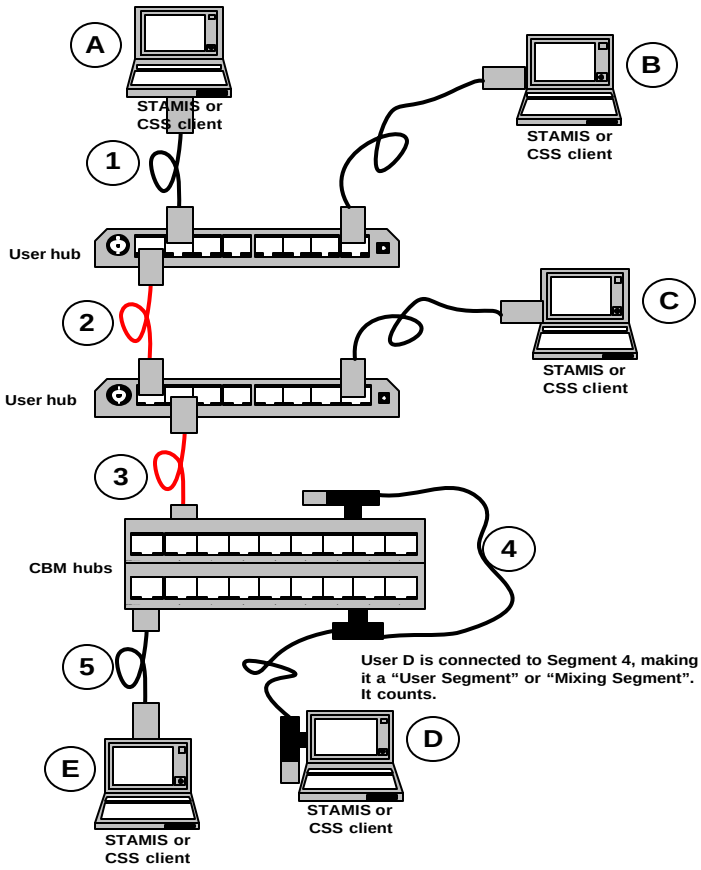

Figure 3-7 5-4-3 Rule
(1) This does not mean that every computer has to be within 100 meters of every other, but they must be within 100 meters of the hub.
(2) If you connect two cables together to make a long one, the total cannot be over 100 meters.
(3) When you cascade hubs, you are not creating separate collision domains, but you are extending the total length of the cable. If you need to go over 100 meters, use a hub instead of a butt connector (line coupler) to join the cables.
c. **The 5-4-3 Rule**. The collision domain cannot contain more than five segments joined by four hubs with a maximum of three mixing segments with users. User segments include your connection, the gateway connection and the connections in the CBMs where the twisted pair hubs are joined by coaxial cable. (Figure 3-7)